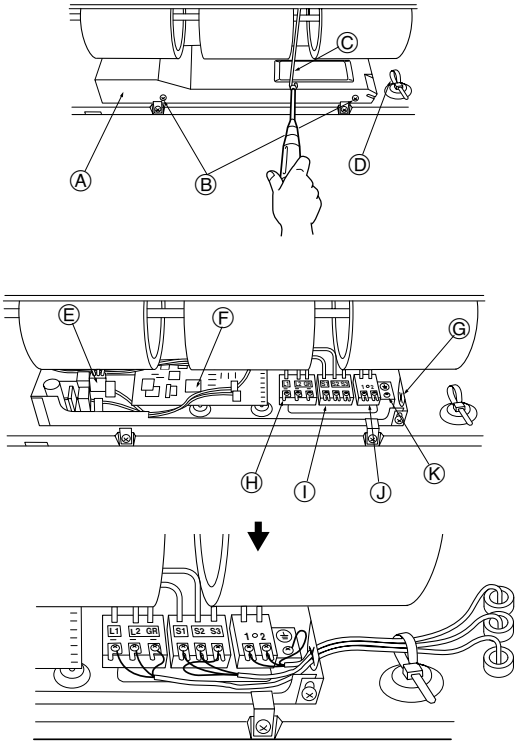

Fig. 6-1
6.1. Cableado eléctrico (Fig. 6-1)